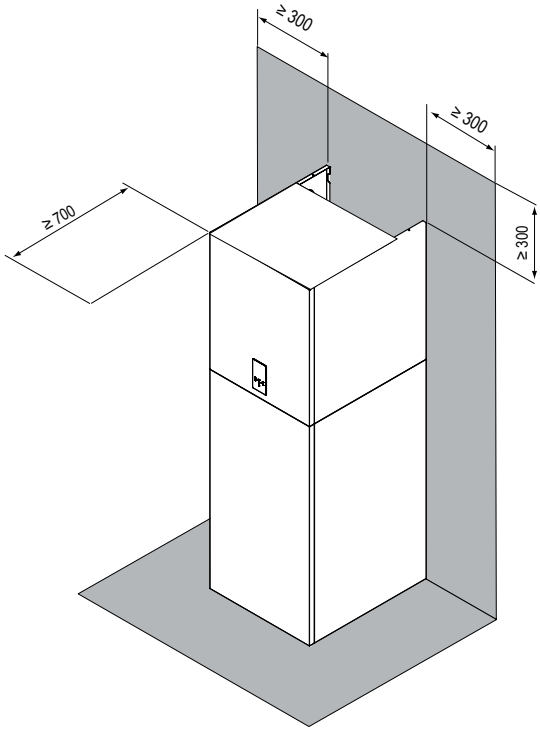

fig. 8 - área operativa mínima para la unidad interior
- El espacio alrededor de la unidad es adecuado para el mantenimiento, consulte fig. 8 .